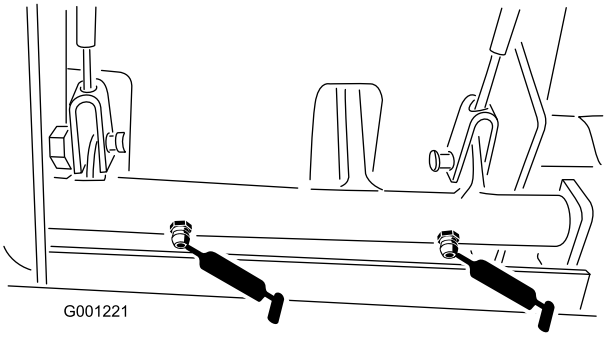

**Figur 39**
- Bromsens svängbussningar (Figur 39)
- Bromskablar (ändarna på drivhjul och bromspedaler) (Figur 39)